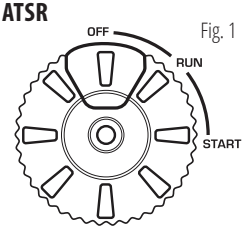

Fig. 1
4.2 Pentru pornire electrică, apăsați butonul roșu de pe întrerupătorul multifuncțional (fig. 1).
5. După ce ați pornit motorul, rotiți întrerupătorul multifuncțional în poziția „RUN" (fig. 1).